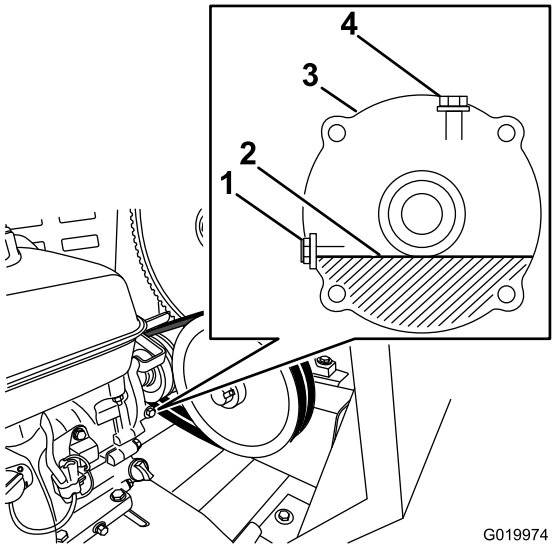

Figure 65
2. Locate the reduction case between the engine and the engine pulley (Figure 65).
4. Remove the oil-level-check bolt and washer from the oil-level port (Figure 65).
A. Remove the filler bolt and washer from the filler port on the top of the reduction case (Figure 65).
C. Install the filler bolt and the washer to the filler port of the reduction case, and tighten the filler bolt (Figure 65).
5. When the oil is level is flush with the threads at the bottom of the oil-level port, install the oil-level-check bolt and the washer to the port and tighten the oil-level-check bolt (Figure 65).
8. Slowly add the specified oil into the fill port until the oil level is level with the threads at the bottom of the oil-level port (Figure 65).